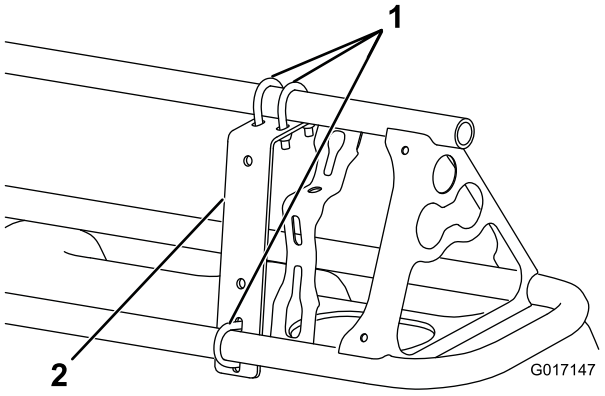
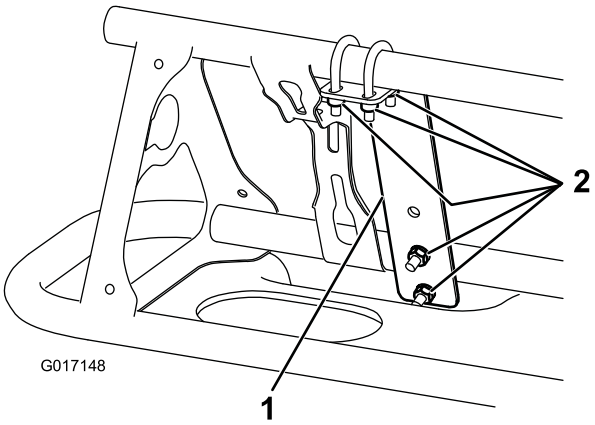

Figuur 8
Figuur 9
1. Monteer bij de buitenste spuitdop aan de voorkant van elke spuitboom een montagebeugel met 3 U-bouten en 6 borgmoeren (1/4 inch) (Figuur 8 en Figuur 9).